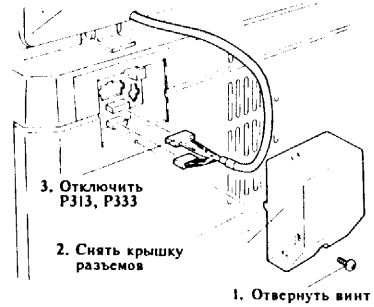

Рис.2. Отключение разъемов
5. Отключить P313, P333 (рис.2).